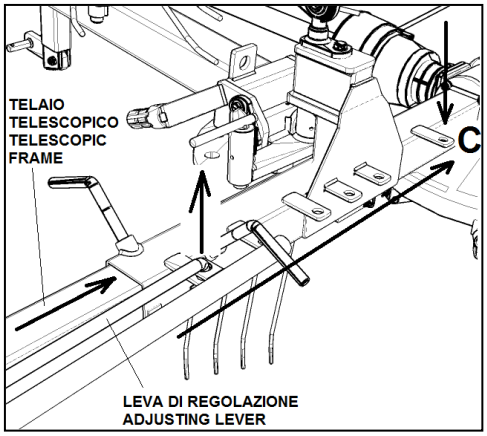

fig.2D
4. **Fig.2D** - Controllare che il giroandanatore sia chiuso, con la leva di regolazione inserita nella piastrina **C**.
4. **Fig.2D** - Verify that the equipment is closed, with the adjusting lever inserted in the plate **C.**